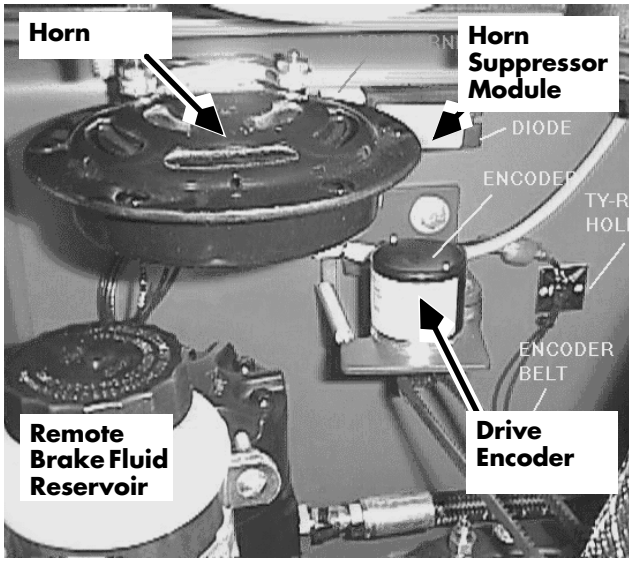
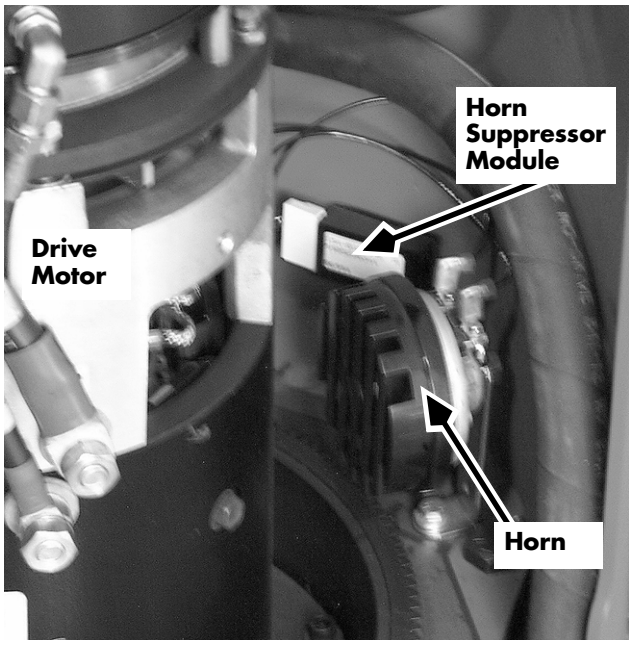
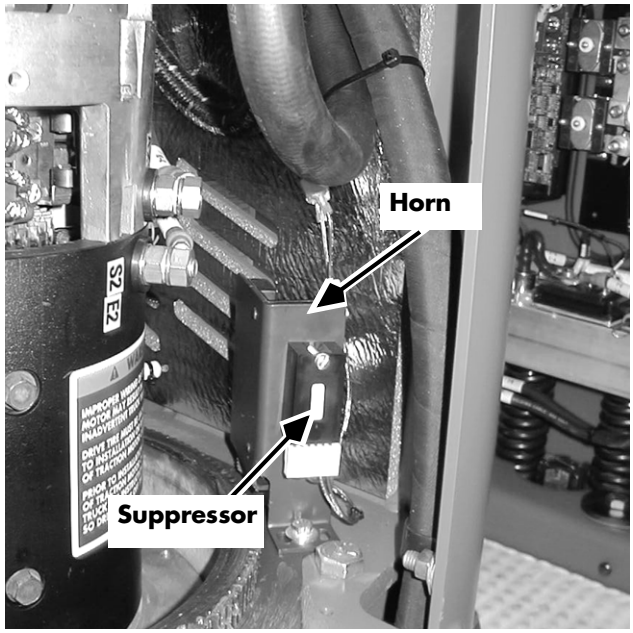

Figure 7-137: Mechanical Horn and Suppressor, Series ET
Figure 7-138: Mechanical Horn and Suppressor, Series DZ
Figure 7-139: Electronic Horn and Suppressor, Series EZ
b. Mechanical horn: Mount the horn suppressor module to the tractor frame. See Figure 7-137 and Figure 7-138 on page 7-155 and Figure 7-139 on